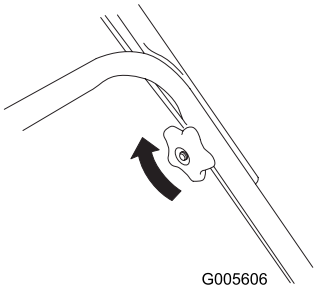

Figur 8
6. Stram håndtagsknapperne så meget som muligt (Figur 8).